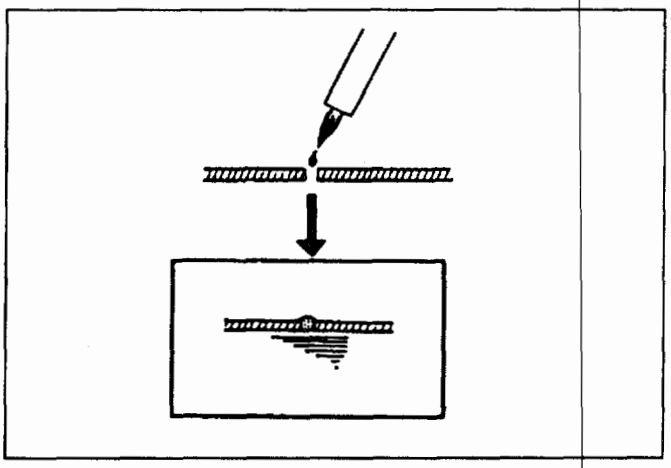

Fig. 8-133
4. Using a fine tip brush apply a small amount of repair agent to the wire (Fig. 8-133).